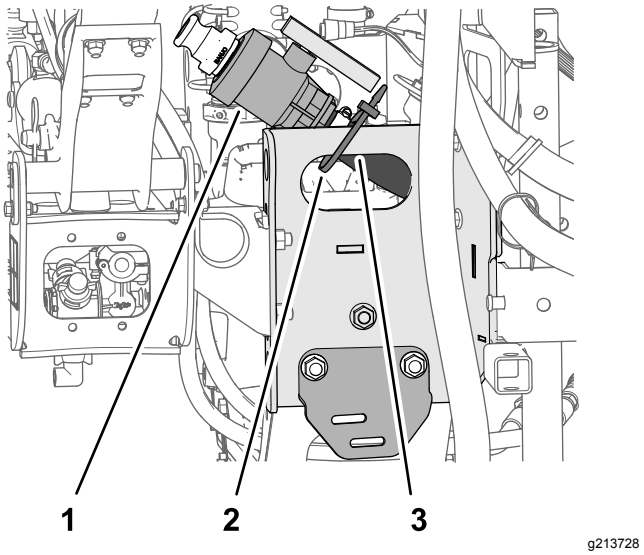

Figur 13
1. Fjern kabelbåndet, der fastgør aftapningsventilen og sprøjtetankens slange til gliderens kanal (Figur 13).